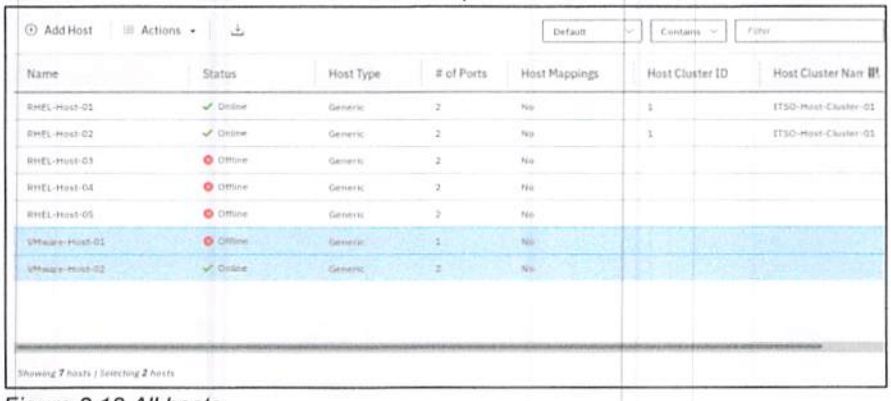

Figure 3.18 All hosts
7. Repeat these steps for every iSCSI host that you want to create. Figure 3.18 shows all of the hosts that were created in the system. The host names highlighted were created in this section to illustrate the process.